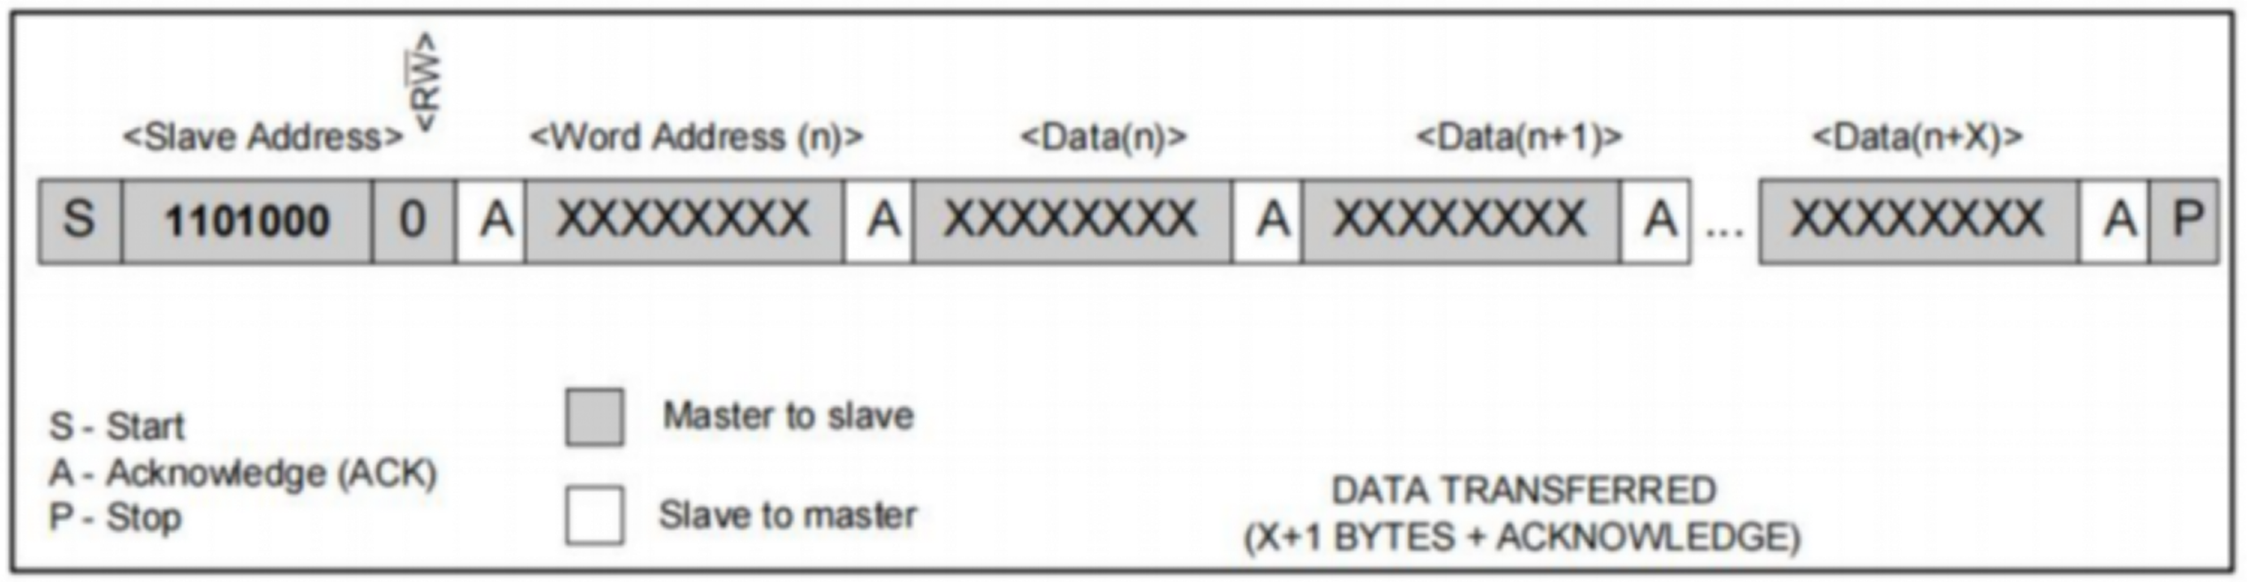

图 6　数据写入——从接收器模式
1、从接收器模式(写入模式):器件通过SDA 和SCL 接收串行数据和时钟信号。每接收一个字节就发送一个应答位。START 和STOP 位于串行传递的始末端。硬件在接收到从地址和方向位(见图6)后， 自动执行地址识别。主器件发起START 条件后，接收到的第一个字节是从地址。此地址字节包含有7 位的DS1307地址：1101000,接着是指示位(R/ $\overline{W}$) (此时该位为0)。在接收到并解码出地址信息 后，DS1307在SDA线上输出一个应答位。在DS1307应答从地址+写入位之后，主器件将发送一个寄存器 地址到DS1307,当DS1307应答此次传递后，将在DS1307上设置寄存器指针。之后，主器件能够发送数据 字节，且DS1307每接收一个字节后都将返回一个应答位。寄存器指针在每个字节被写入后自动递增。在所有数据传递完成后，主器件将产生一个 STOP(终止)条件，以此中断数据写入。